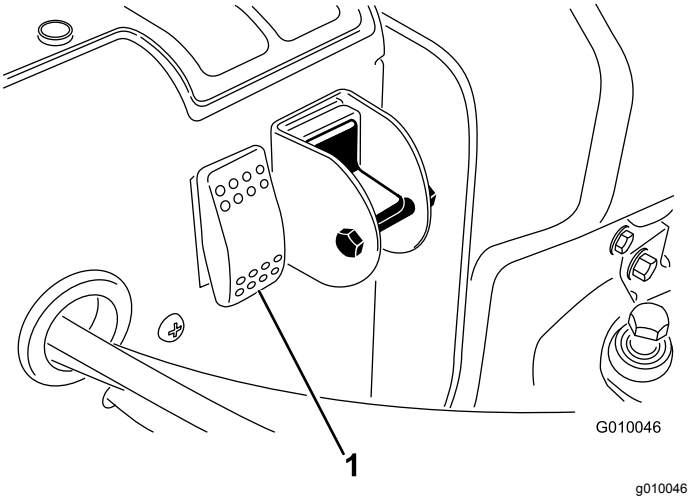

Figuur 32
2. Druk op de resetknop van het systeem (Figuur 32).